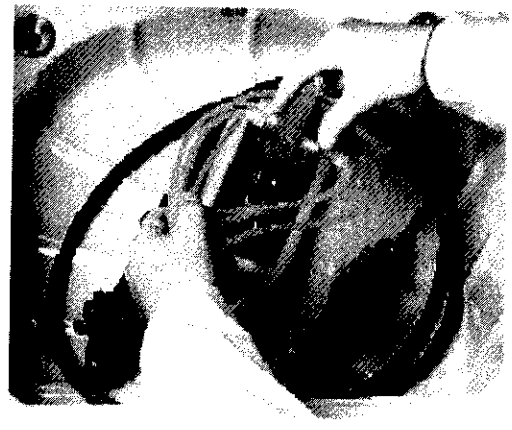

Figure 8 Fitting the Connector Block
1. Hold the connector block handle as shown below in *Figure 8.*